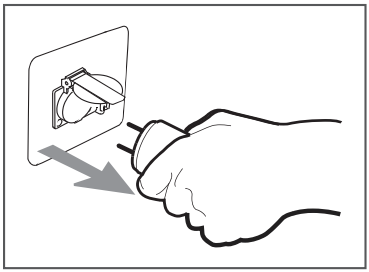

Рис. 16 Отключение потребителей
1. Отключите последовательно все потребители (Рис. 16) (Смотри раздел «Правила подключения (отключения) потребителей к генератору»).